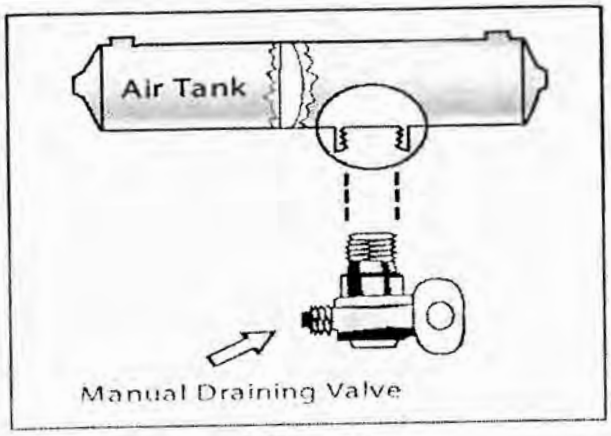

Figure 5.1
- Manually operated by turning a quarter turn or by pulling a cable. You must drain the tanks yourself at the end of each day of driving. *See Figure 5.1.*